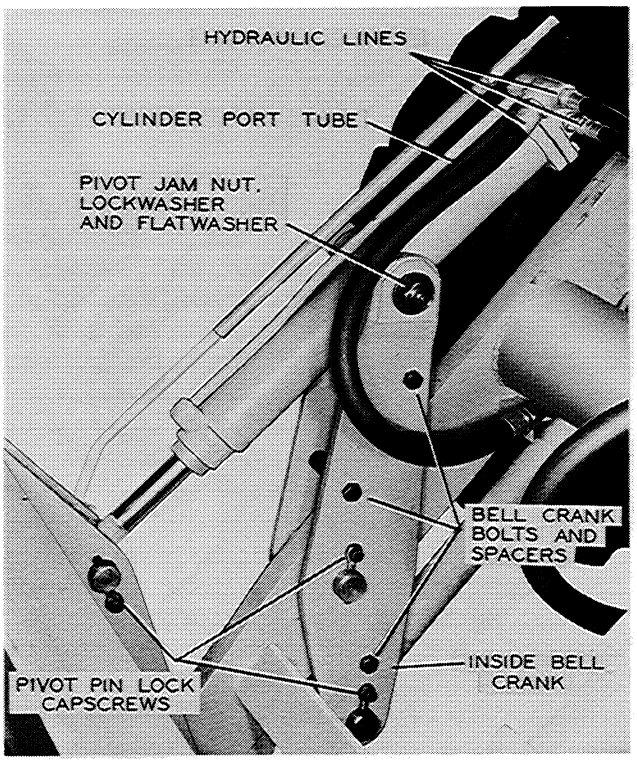

Figure A-29
1. Place the tilt cylinder pivot into the outside bell crank bushing so the cylinder port tube is on top, Figure A-29.
2. Align the pivot pin holes in both bell cranks and the leveling link then drive the pivot pins in, Figure A-29. Lock the pivot pins in place with the locks and capscrews.
3. Align the pivot pin holes in the bucket with the linking end of the piston rod and install the pivot pin, Figure A-29. Lock the pivot pin in place with the lock and capscrews. Be sure the grease fitting in the piston rod link is on top.
4. Install the bell crank spacers and bolts, Figure A-29.
7. Uncap the cylinder ports and the hydraulic lines. Connect the hydraulic lines to the cylinder ports, Figure A-29.